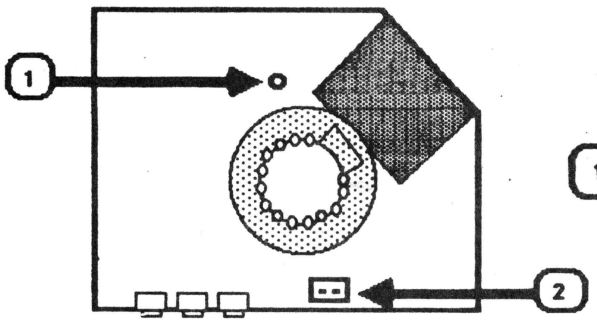

FIGURE 7
6. Disconnect the following connectors from the CRT socket board: (Figure 7.)
a) CN16 (black) -- Figure 7, #1
b) CN17 (blue and white) -- Figure 7, #2